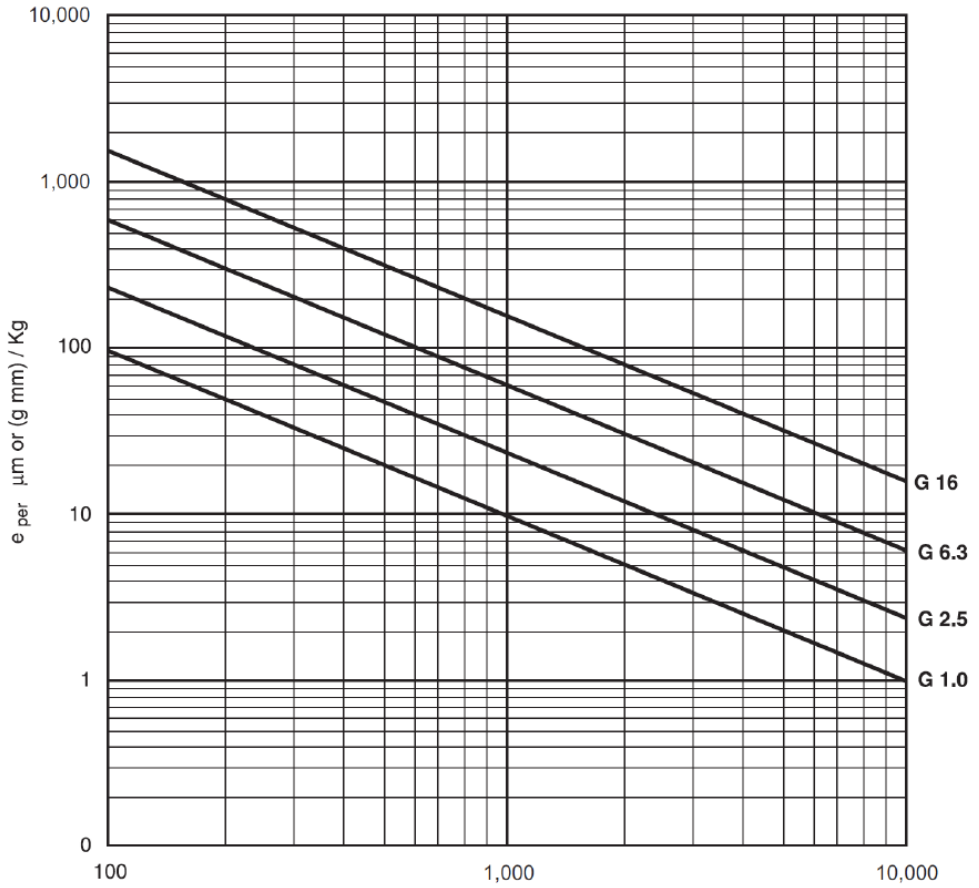

Figura C.1 - Desbalanceo Residual Máximo Permisible (SI)
- De la Fig C.1, e_{per} = 15 gr mm / Kg